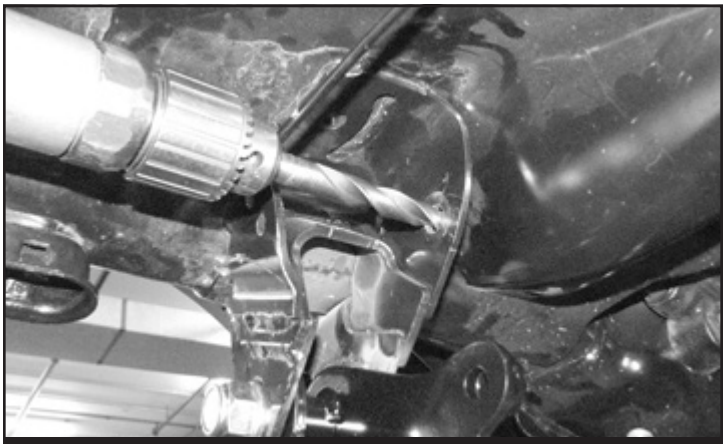

FIGURE 7 - STEP 17
17. Swing the bracket back out of the way. Using a ½“ drill bit, drill out the marked hole. **SEE FIGURE 7**